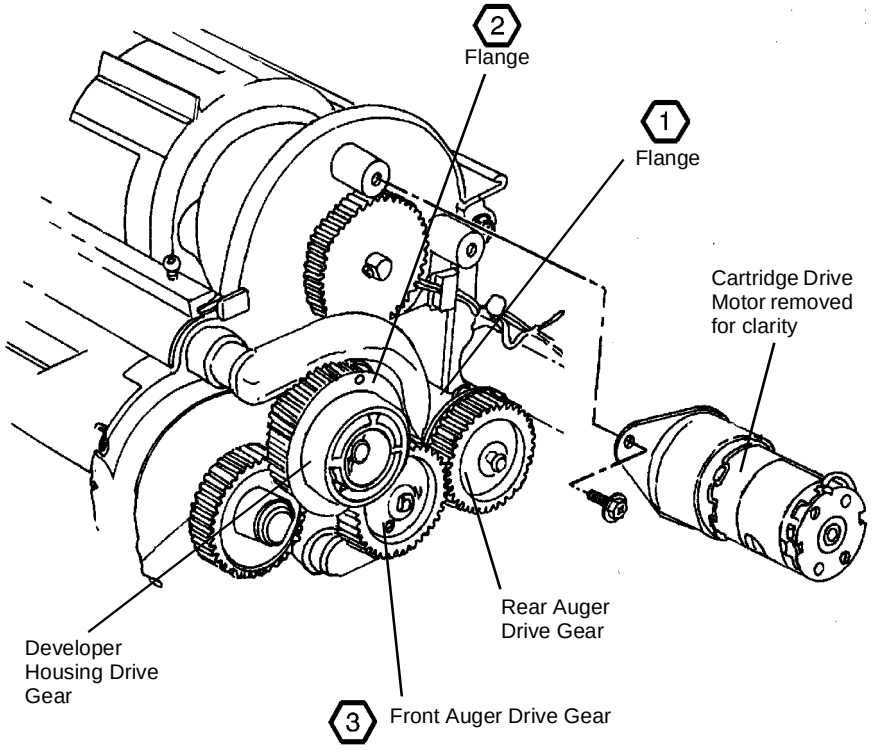

**Figure 1 Developer Housing and Auger Drive Gears**
- (Figure 1): Ensure that the Developer Housing Auger and Drive Gears are not damaged and are installed correctly.